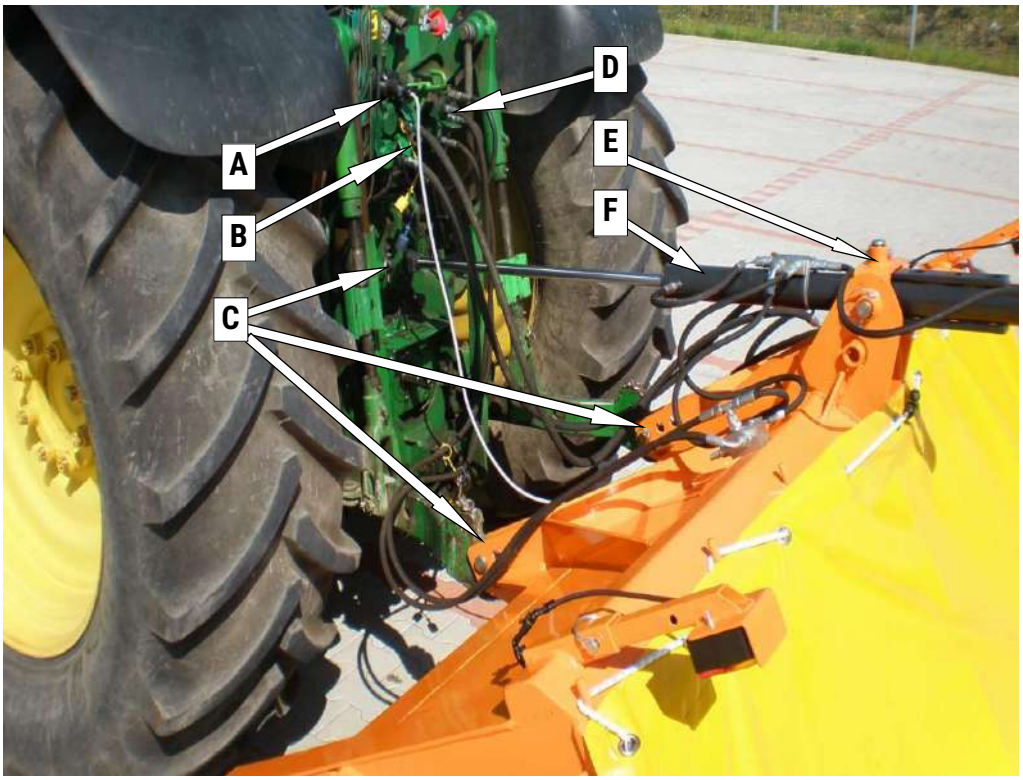

Рис. 6. Монтаж разбрасывателя SAHARA на трехточеченой системе подвески кат. II.
- подключить штекер освещения (**Рис. 6**),